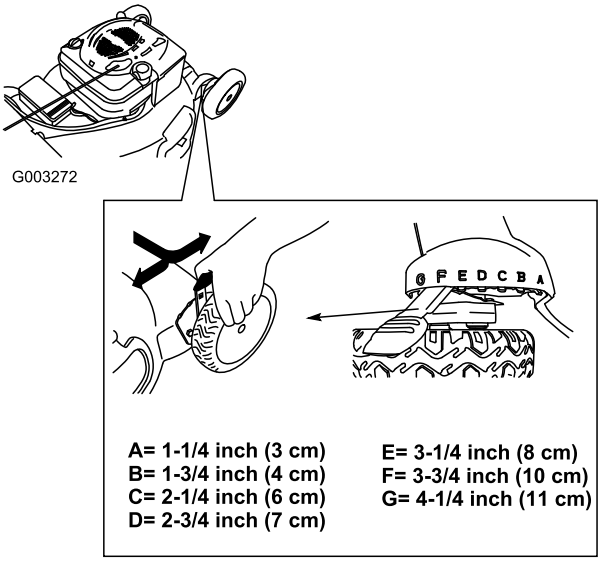

Figuur 11
**Opmerking:** Om de maaimachine hoger te zetten, moet u de 4 maaihoogtehendels naar voren bewegen; om de machine lager te zetten, moet u deze allemaal naar achteren bewegen (Figuur 11).